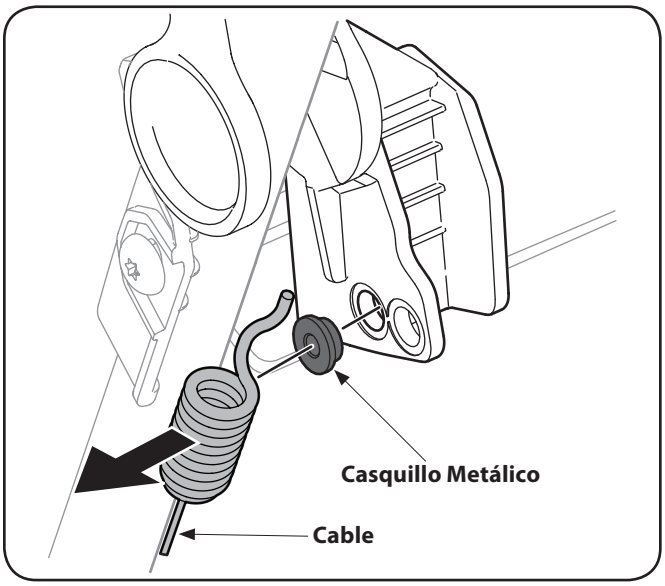

Figura 6-4
3. Desenganchar el cable y retire el casquillo metálico desde el asa de la unidad de plástico. Vea Figura 6-4.